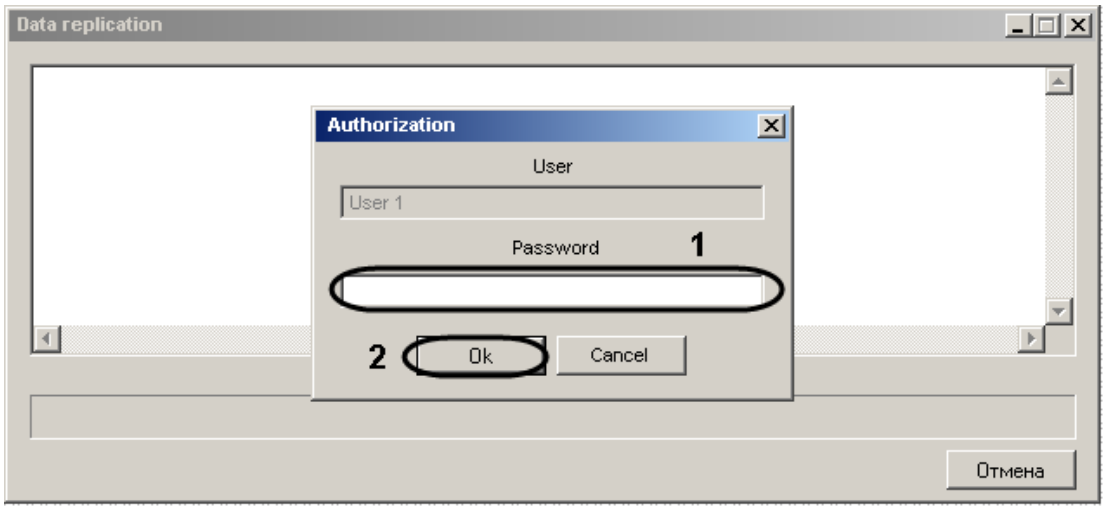

Figure 8.15-4 Access to the archive copying on the Source
2. The *replication.exe* file located in the root of removable storage is run automatically (Figure 8.15-4).